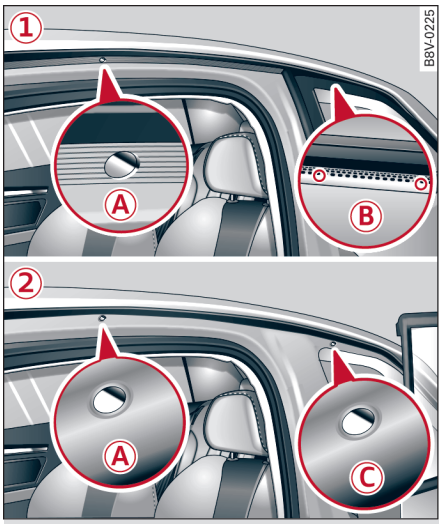
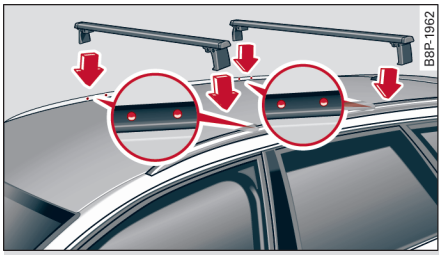

图 73 1） A3，2） A3 高级轿车和 A3 Sportback（无车顶行李架基架）：车顶行李架固定点
图 74 A3 Sportback 带车顶行李架基架：车顶行李架固定点
– 在安装行李架时请注意，它们只能安装在车顶上的规定位置 ⇨ *图 73* 和 ⇨ *图 74*。
– 适用于 A3：前面的固定点 Ⓐ 只在车门打开时才能看见，后面的固定点 Ⓑ 在侧窗玻璃上边缘上，用箭头标明 ①⇨ *图 73*。
– 适用于 A3 Sportback 和 A3 高级轿车（无车顶行李架基架）：前部和后部固定点 Ⓐ 和 Ⓒ 仅在已打开的车门时可见 ② ⇨ *图 73*。
– 适用于 A3 Sportback（带车顶行李架基架）：固定点在车顶行李架基架内侧能看到 ⇨ *图 74*。